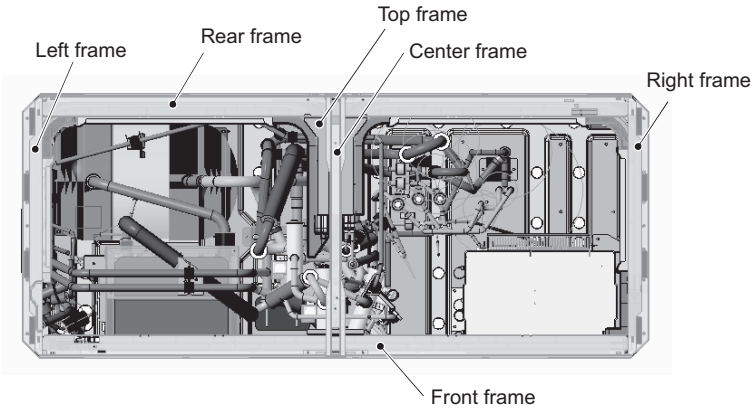

Figure 18
(17) To remove the front heat exchanger, first remove the front, left, right, and center frames by unscrewing the 16 screws. (See Figure 18.)
To remove the right and left rear heat exchangers, remove the top and the rear frames in addition to the front, left, right, and center frames by unscrewing the 21 screws. (See Figure 18.)